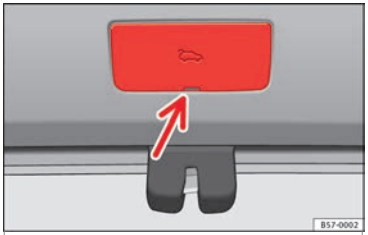

Fig. 7 Luggage compartment: access to manual release.
- Remove the cover using the key blade as a lever ››› **Fig. 7**.